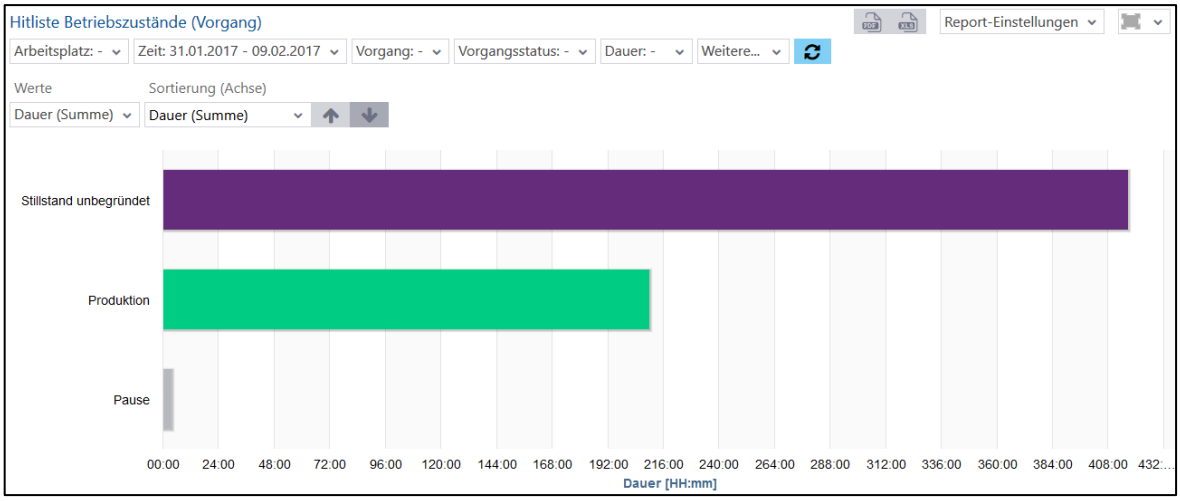

**Bild 89: Hitliste Betriebszustände (Vorgang) als Balkendiagramm**
- Hitliste Betriebszustände (Vorgang) als Balkendiagramm (Bild 89):